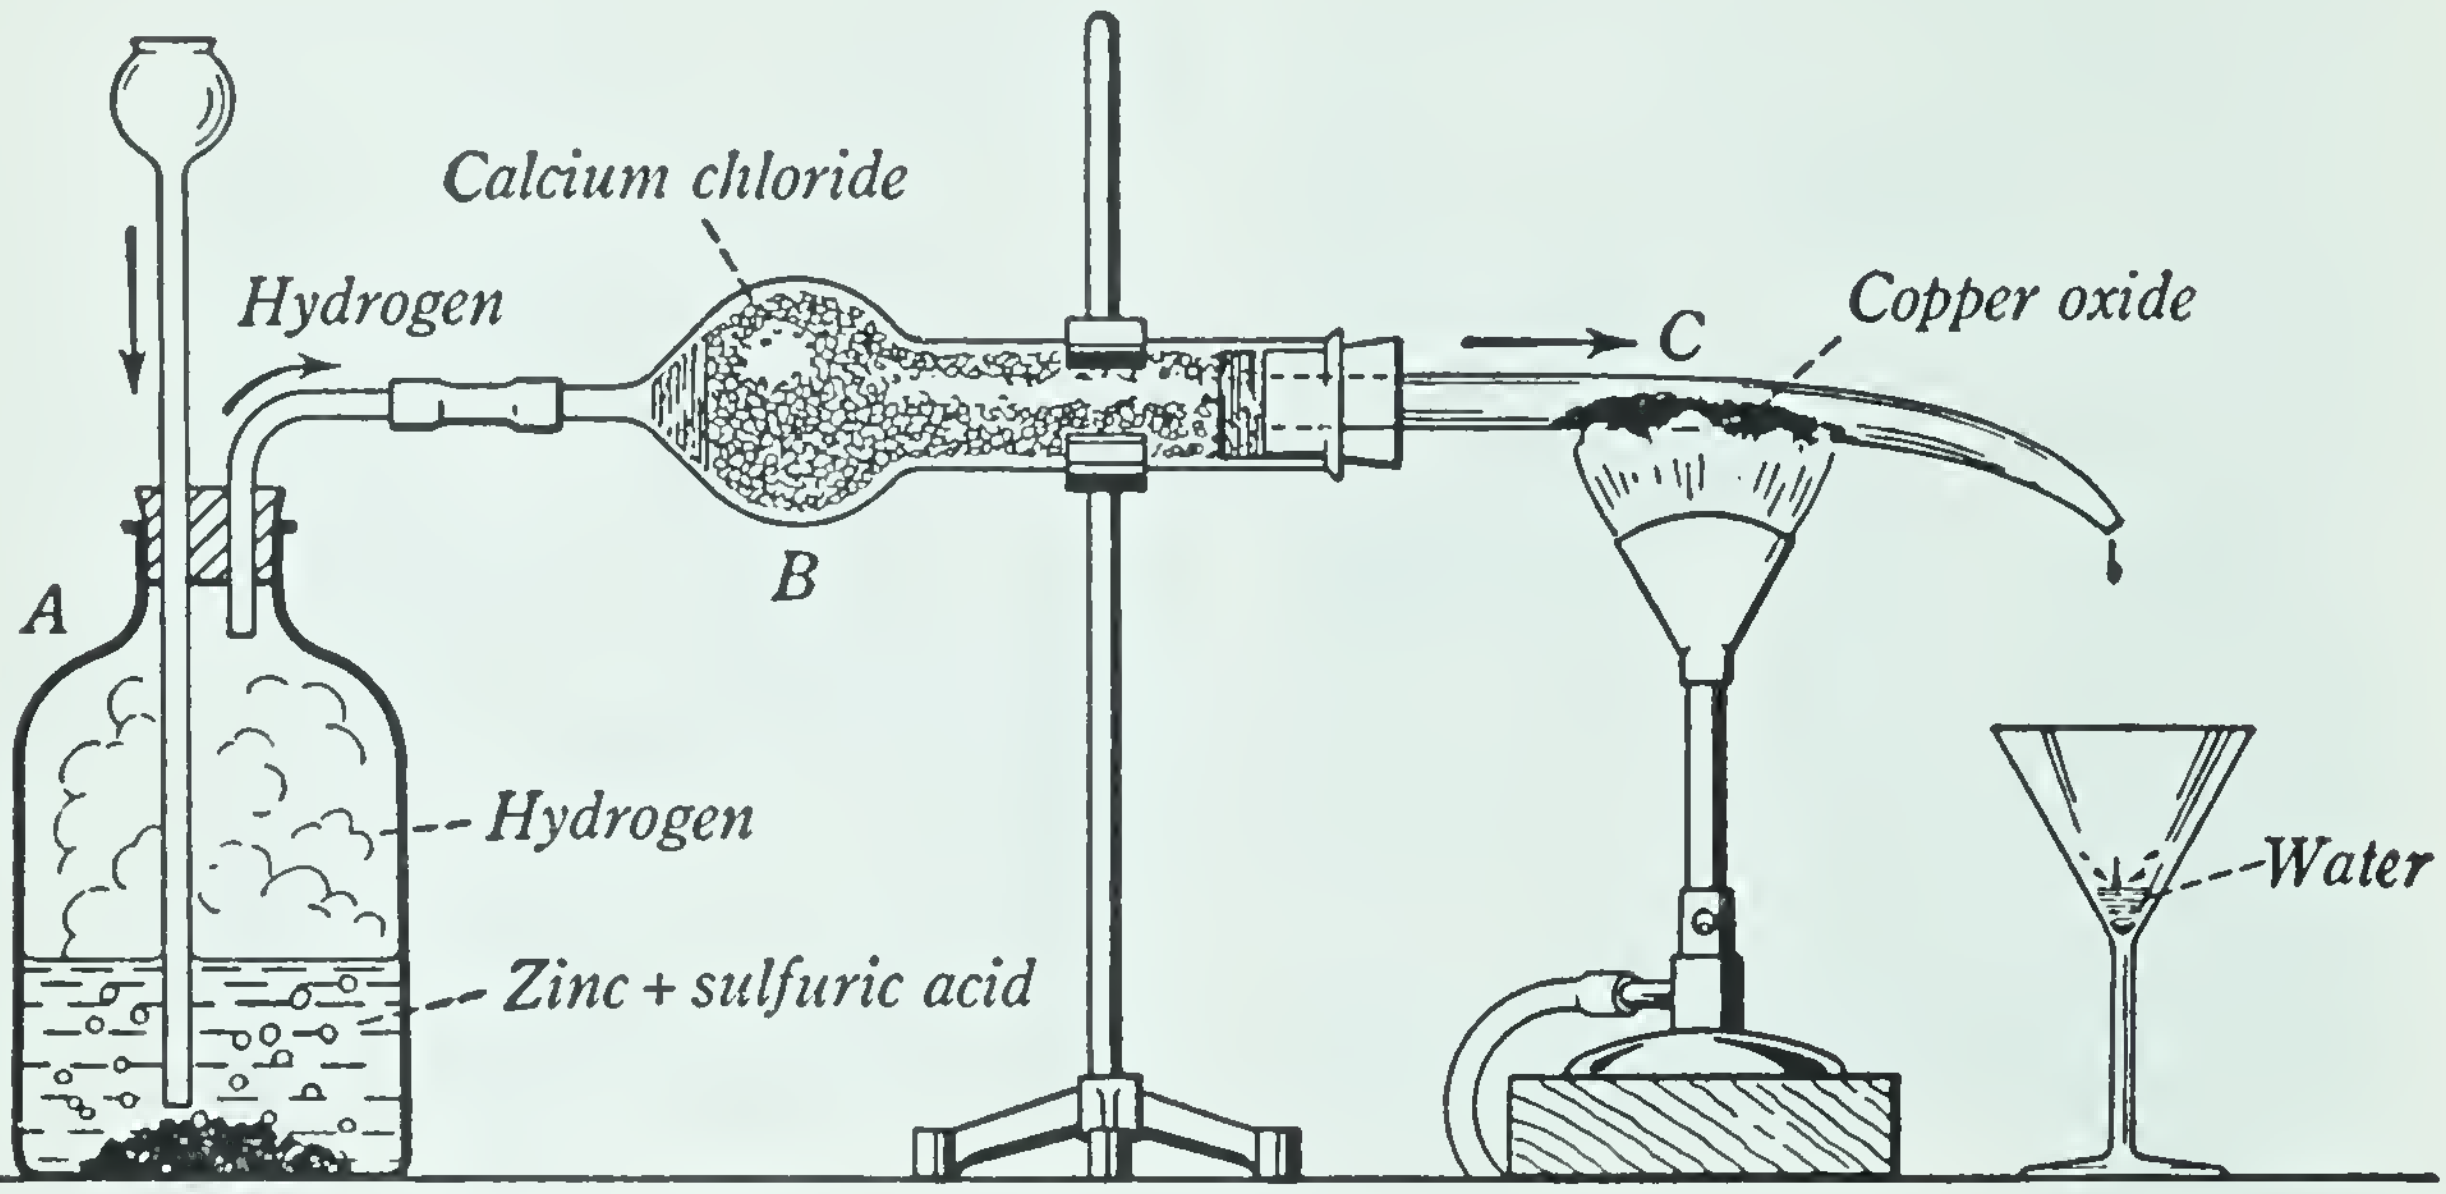

Fig. 74. The reduction of hot copper oxide by a stream of hydrogen. Why is it necessary to pass the hydrogen through the tube *B*?
The action of hydrogen upon oxides. This action may best be shown by means of an experiment. A stream of hydrogen is generated in the bottle *A* (Fig. 74) and is dried as it passes through the tube *B*, which is filled with calcium chloride, a compound that has a strong affinity for water and so removes all water vapor from the hydrogen. The dry hydrogen is now led through the tube *C*, which contains a few grams of copper oxide (CuO), heated to a moderate temperature. The hydrogen takes away the oxygen from the copper oxide, forming water and setting the copper free, as shown in the following equation:
3. In Fig. 74, why do we dry the hydrogen before passing it over the copper oxide?